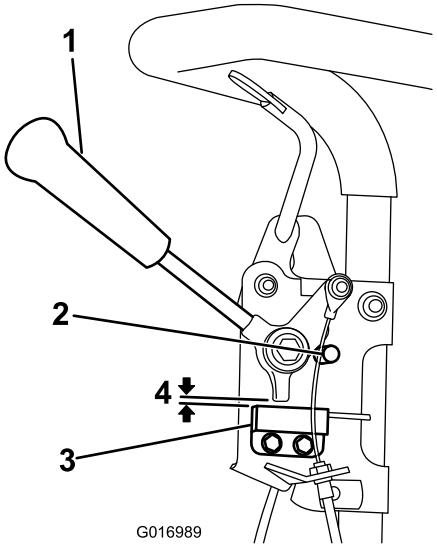

**Figur 33**
1. Påse at motoren er av og trekkspaken er frakoblet og hvilet mot fri-stopp (Figur 33).
2. Løsne monteringsfestene til sperrebryterne (Figur 33).
3. Plasser et 0,812 mm tykt mellomlegg mellom trekkspaken og sperrebryteren (Figur 33).